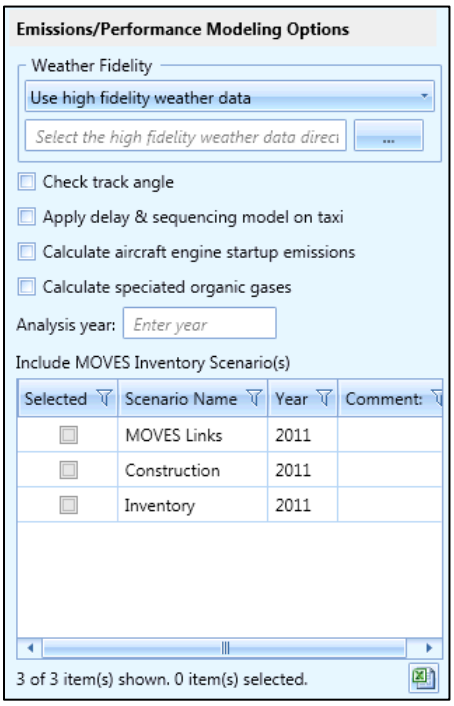

Figure 9-8 Emissions/Performance Modeling Options
3. In the *Define Metric Results* wizard, *Set Processing Options* step, select MOVES inventory scenario(s) from the list (Figure 9-8). The list will only include MOVES inventory scenarios with year that matches that of the metric result or the value entered in the *Analysis year* text box.